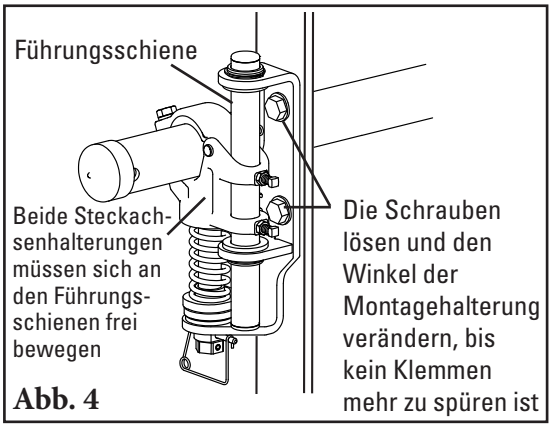

Abb. 4
4. **Sicherstellen, dass sich die Spannvorrichtung frei bewegen kann.** Jedes Steckachsenende nach oben und unten drücken, um sicherzustellen, dass sich die Steckachsenhalterung an der Führungsschiene frei bewegt. Falls sie sich nicht frei bewegt, die Schrauben am Montagesockel lösen und ihn drehen, bis sich die Spannvorrichtung leicht bewegen lässt (Abb. 4). Die Schrauben wieder anziehen.